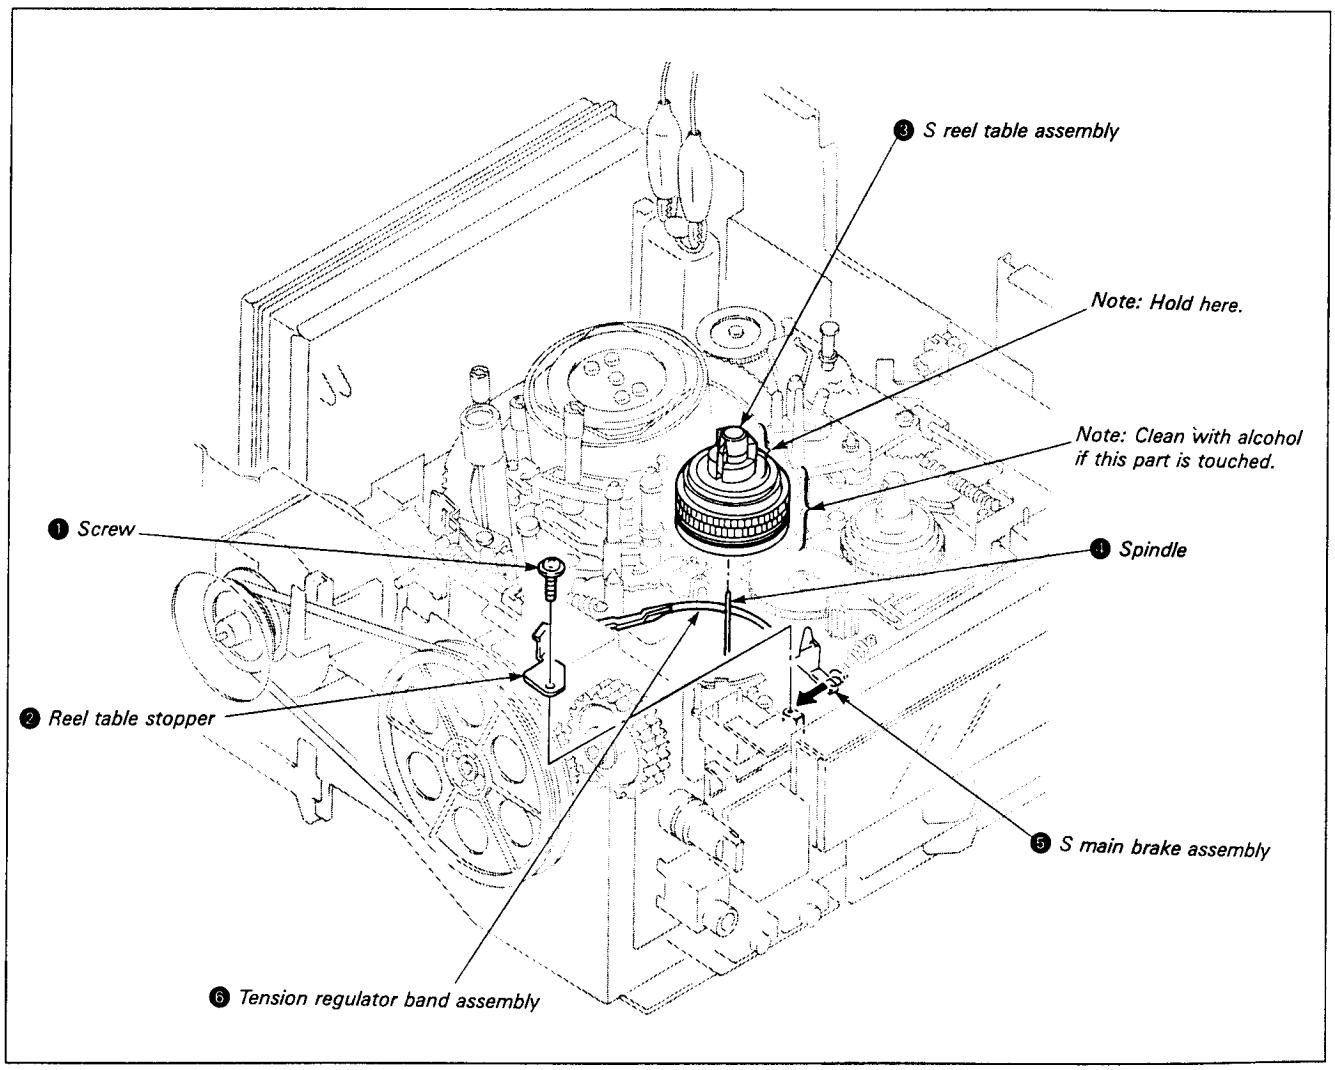

*Fig. 7-6.*
### 7-3-1. S Reel Table Assembly (See Fig. 7-6.)
1) Remove the S reel table assembly according to item 7-3-1, 1. Removal. (See Fig. 7-6.)
2) Remove the band arm hook ❶.
3) Remove hook ❷ and the tension regulator band assembly ❸.
1) Mount the tension regulator band assembly ❸. (Do not touch the band or change its shape.)
2) Fit on the band arm hook ❶.
3) Mount the S reel table assembly according to 7-3-1, 2. Mounting. (See Fig. 7-6.)